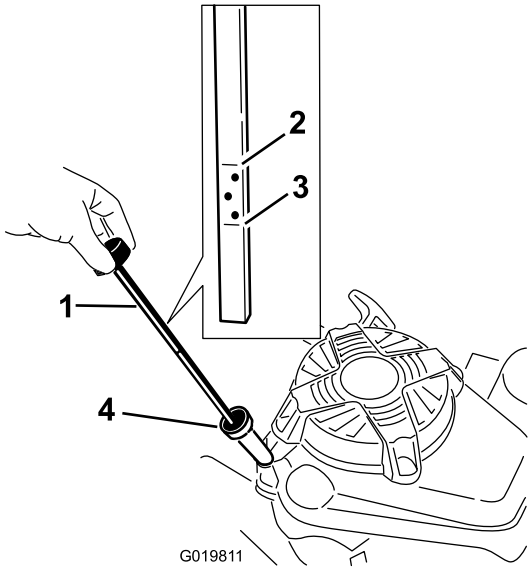

Figur 7
3. Hvis veivhuset er tomt, hell olje i oljepåfyllingsrøret til veivhuset er 3/4 fullt (Figur 7).
6. Les av oljenivået på peilestaven (Figur 7).